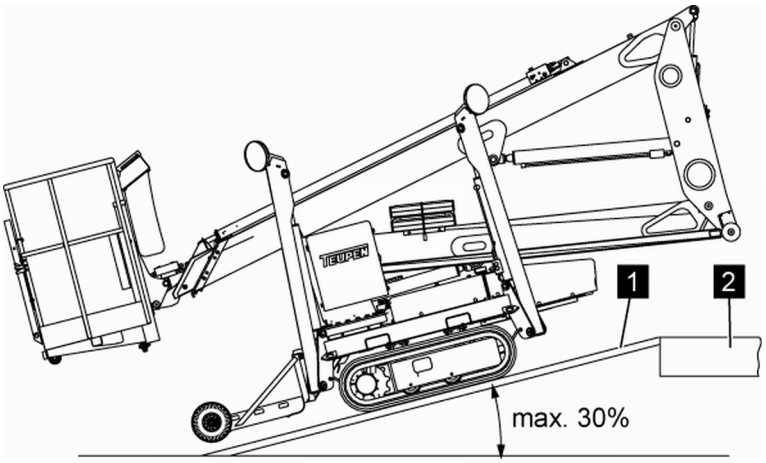

Fig. 38: Transport on a trailer
1. *Move the aerial access platform forwards on the ramps (*Fig. 38/*1).*
2. *When the machine begins to tip on the loading area (*Fig. 38/*2), slow down.*
*When the aerial access platform has been set completely on the loading area (*Fig. 38/*2) with the chains, it is safe to speed up again.*